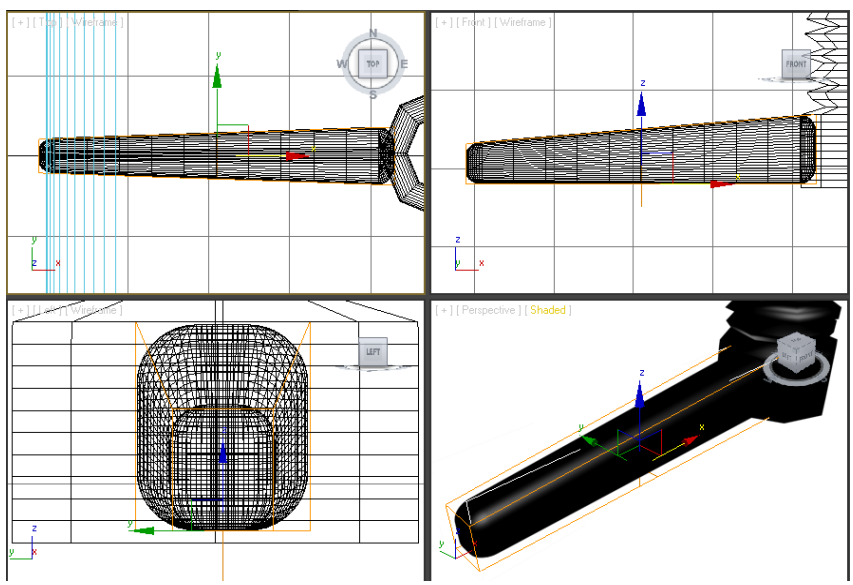

Figure 3-81 *The leg01 displayed in all viewports after applying the* ***Taper*** *modifier*
4. After entering the values, *leg01* is tapered, as shown in Figure 3-81.